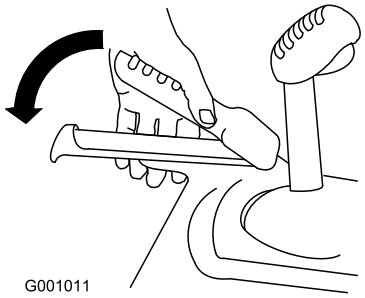

Figur 14
3. Pressa ned det vänstra reglaget (drivningsreglaget) till handtaget (Figur 14).
6. Pressa ned det vänstra reglaget (drivningsreglaget) till handtaget (Figur 14).